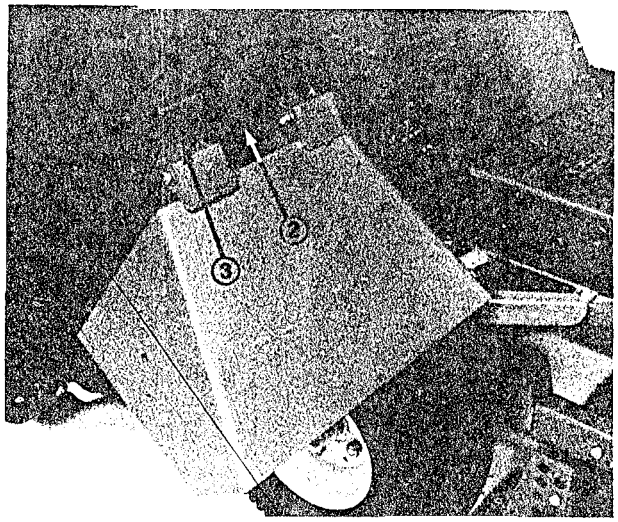

Figure 17
1. Position deflector mounts on outside of pivot brackets and secure parts together with capscrews, locknuts and springs (Fig. 17). Both locknuts must face each other. Tighten locknuts until they are flush against deflector pivots. Lift deflector and allow it to drop to check spring tension.
2. Mount grass deflector to front of hopper frame with (2) knobs and washers, when using grass catcher (Fig. 17).